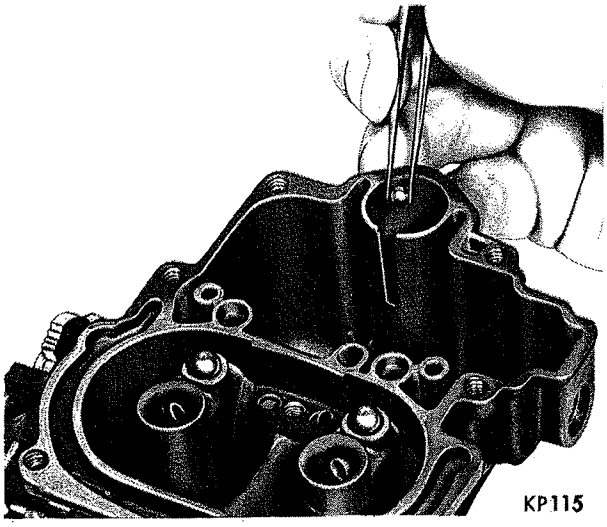

*Fig. 10—Installing Accelerator Pump Check Ball*
(6) Install accelerator pump inlet check ball (3/16 inch diameter) in check ball seat at the bottom of pump cylinder, as shown in (Fig. 10).